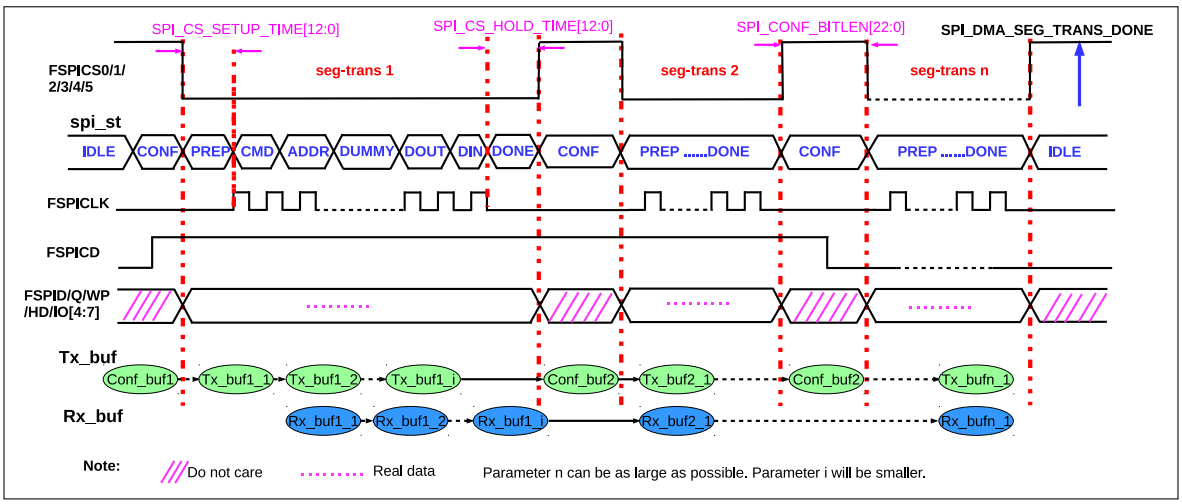
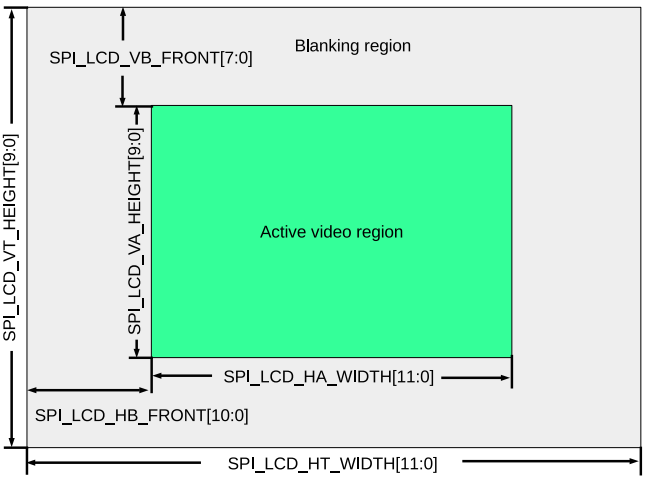
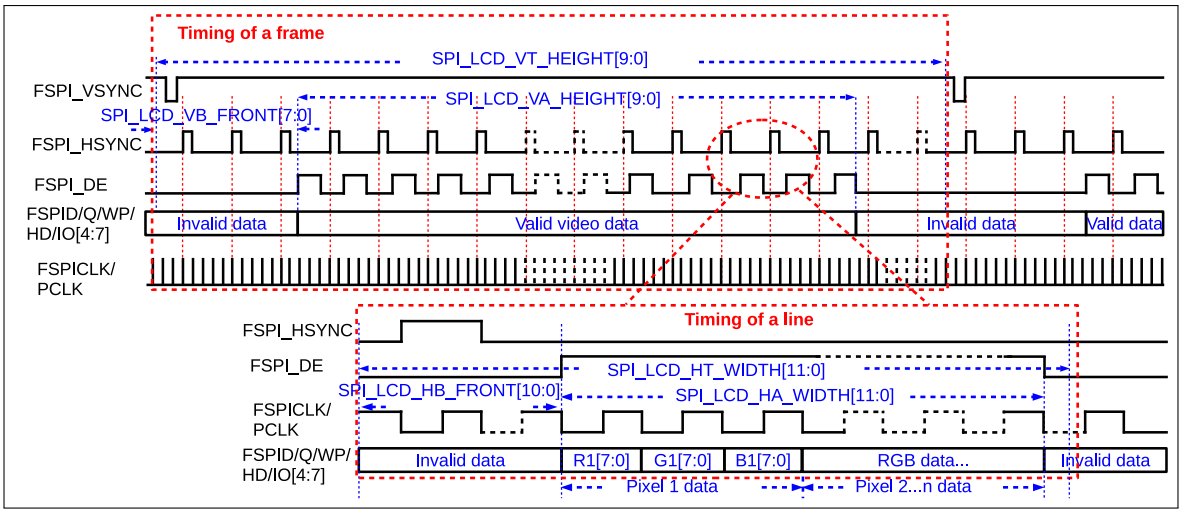

图 24-9. DMA 控制模式下分段配置传输
图 24-10. 并行 RGB 8-bit LCD 模式下的视频帧结构
图 24-11. 并行 RGB 8-bit LCD 模式时序
SPI 传输由 GP-SPI2 寄存器控制，需要 CPU 进行配置和触发。为了降低对 CPU 的占用率同时提高 GP-SPI2 的效率，GP-SPI2 在 DMA 控制模式下提供分段配置传输功能。注意 CPU 控制的主机模式不支持分段配置传输。分段配置传输允许 GP-SPI2 在 CPU 仅触发一次的情况下，即可按照配置的模式完成多次数据传输，具体的工作流程见图 24-9。
如图 24-9 所示，在分段配置传输模式中的某个单次 SPI 传输 (SCT*i*) 开始前，GP-SPI2 硬件可在 CONF 阶段将 GP-SPI2 寄存器重新按照 Conf_buf*i* 定义的内容进行配置。
如图 24-9 所示，在 SCT*i* 中，其传输模式可配置为主机全双工通信模式；在 SCT*j* 中，其传输模式可配置为主机半双工 MISO 模式；而在 SCT*k* 中，其传输模式可配置为主机半双工 MOSI 模式。*i*、*j*、*k* 为整数变量，表示任意
并行 8-bit RGB 模式 LCD，其视频帧结构见图 24-10，帧时序和行时序见图 24-11。
如图 24-9、图 24-10 和图 24-11 所示，推荐按照下述方式输出并行 8 位 RGB 帧数据：
GP-SPI2 可自动输出图 24-10 和图 24-11 所示的帧数据，在很大程度上降低了控制 SPI 传输所需的 CPU 时间。具体的配置流程如下：
2. 根据应用程序，配置帧控制相关的寄存器，见图 24-10 和图 24-11。例如，如果希望设置 *n* 个有效行，则将寄存器 SPI_LCD_VA_HEIGHT[9:0] 配置成 *n* 即可；